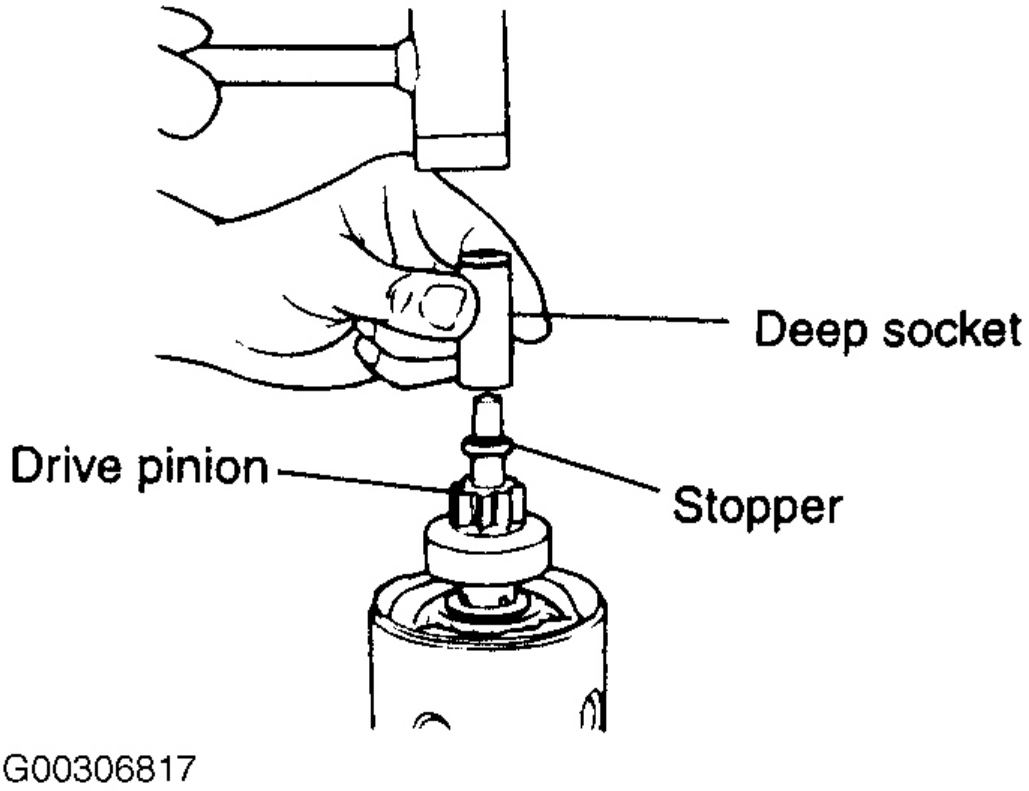

Fig. 19: Extracción Drive Stopper
8. Retirar el tapón coche del anillo de retención utilizando una toma de pozo profundo o una herramienta similar. Ver **La Fig. 19** . _____